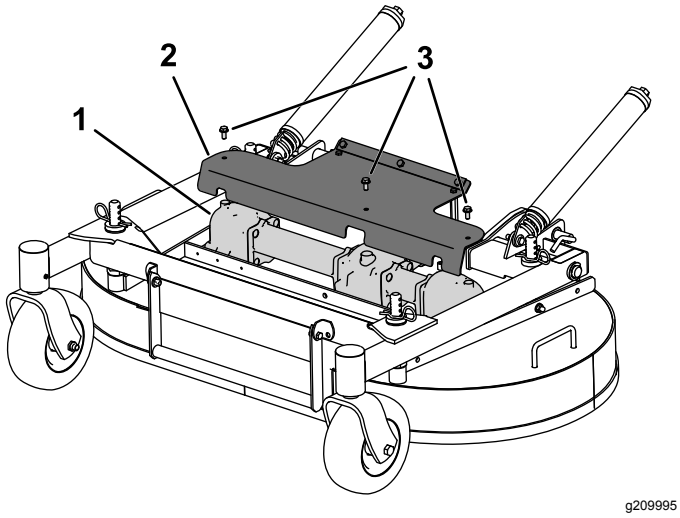

Figuur 36
3. Verwijder de kap zodat u bij de tandwielkast kunt (Figuur 36).